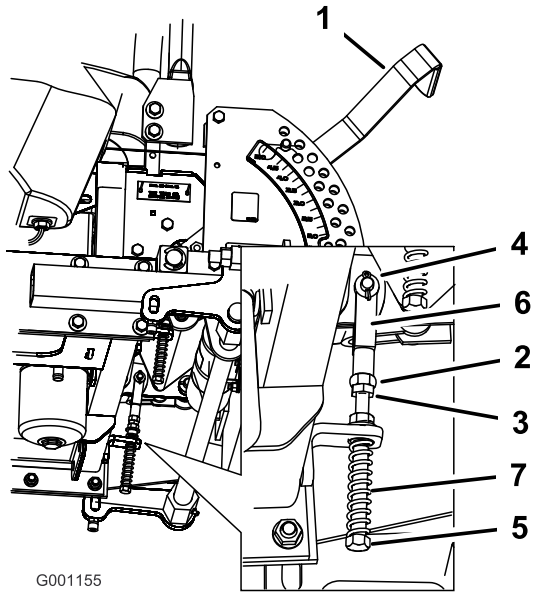

Figur 60
8. Hvis justering er nødvendig, skal møtrikken og kontramøtrikken løsnes mod gaflen (Figur 60).
9. Foretag et let, bagudgående tryk mod bevægelseshåndtaget, og drej hovedet på justeringsbolten i den rigtige retning, indtil håndtaget sidder i midten i neutral låseposition (Figur 60).
10. Spænd møtrikken og kontramøtrikken (Figur 60).